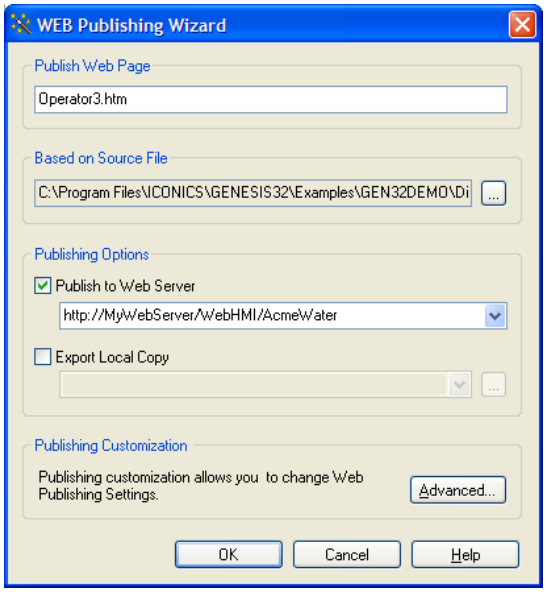

Figure L6.1: Web Publishing Wizard for Operator3.gdf
1. Open the **Operator3.gdf** file, and launch the **Web Publishing Wizard** using the button on the **Main** toolbar. The Web Publishing Wizard will look similar to **Figure L6.1.**
2. Make sure that the appropriate URL is in the **Publish to Web Server** field, as shown in **Figure L6.1.** This example shows that we are publishing the files to a sub-folder called **Acme Water** in the **WebHMI** directory on the Web server named **MyWebServer.**